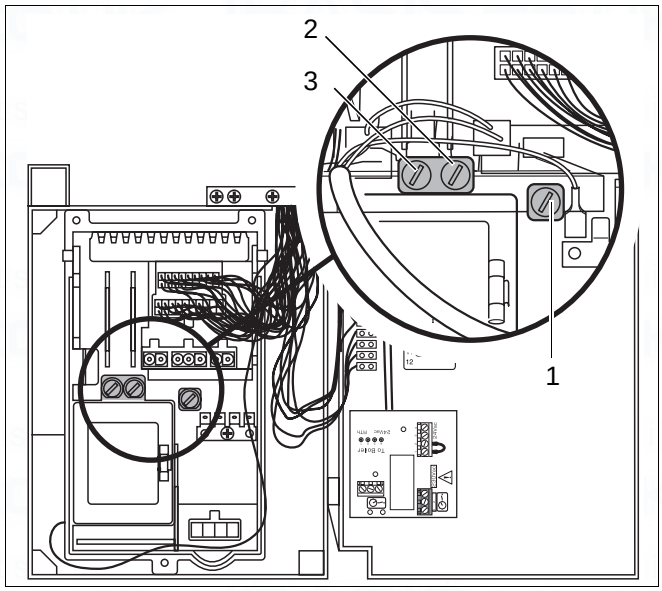

Fig. 64 Checking the miniature fuse
- Check miniature fuses (fig. 64) for correct functioning, or carry out visual inspection. If defective, fit new fuse. All fuses a rated 230 Vac - 1.25 AT.